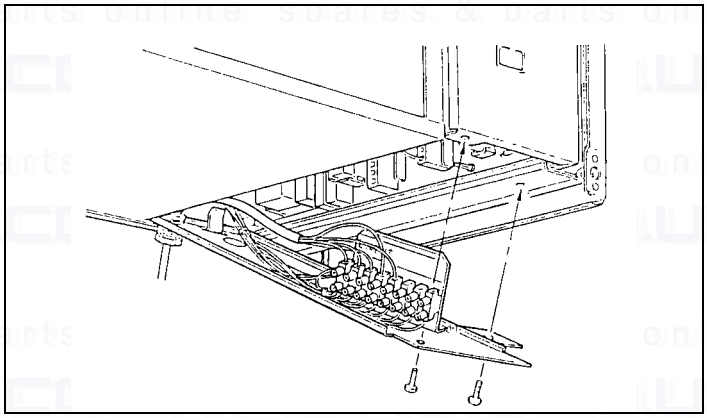

FIG. 22 REMOVING CONTROL SECURING SCREWS
b) Remove screw retaining access door on under side of boiler. FIG. 22.
c) Remove screw retaining control front panel and tray. FIG. 22.